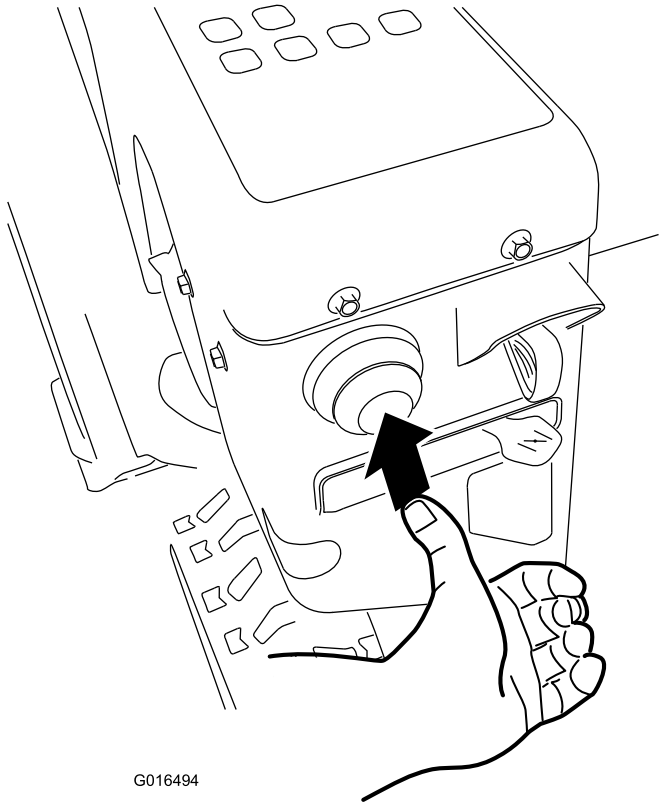

Рисунок 27
4. Сильно нажмите 3 раза большим пальцем на кнопку заливного насоса, каждый раз на секунду удерживая ее в нажатом состоянии перед отпусканием (Рисунок 27).